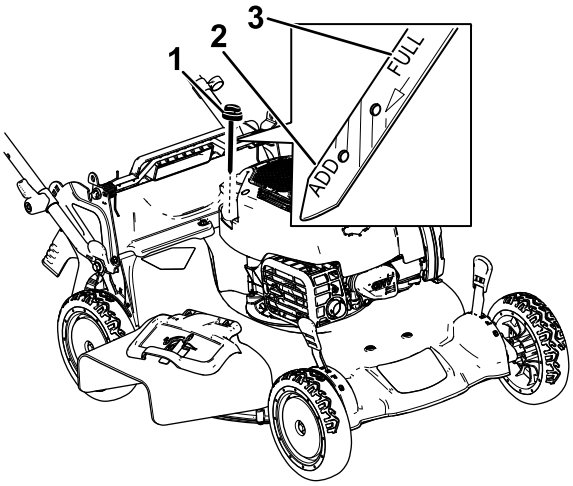

Figuur 12
2. Verwijder de peilstok door de dop linksom te draaien en eruit te trekken (Figuur 12).
5. Lees het oliepeil af van de peilstok (Figuur 12).
- Als het oliepeil op de peilstok te laag is (Figuur 12), giet dan voorzichtig een kleine hoeveelheid SAE 30 of SAE 10W-30 reinigingsolie in de vulbuis, wacht 3 minuten en herhaal stappen 3 tot en met 5 totdat de peilstok het juiste peil aangeeft.
- Als het oliepeil op de peilstok te hoog is (Figuur 12), tapt u de overtollige olie af totdat de peilstok het juiste peil aangeeft, zie Motorolie verversen (bladz. 23).